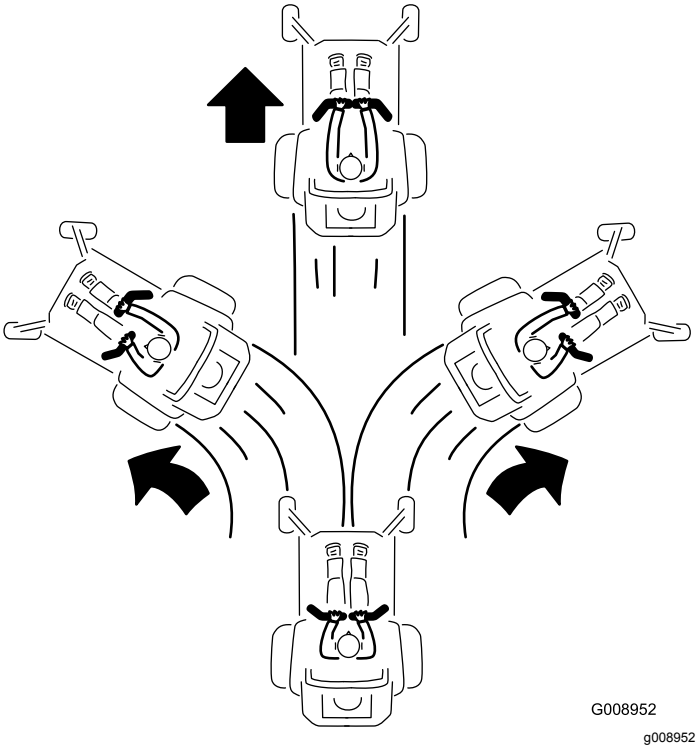

Figur 28
3. Kør fremad ved langsomt at skubbe bevægelseshåndtagene fremad (Figur 28).